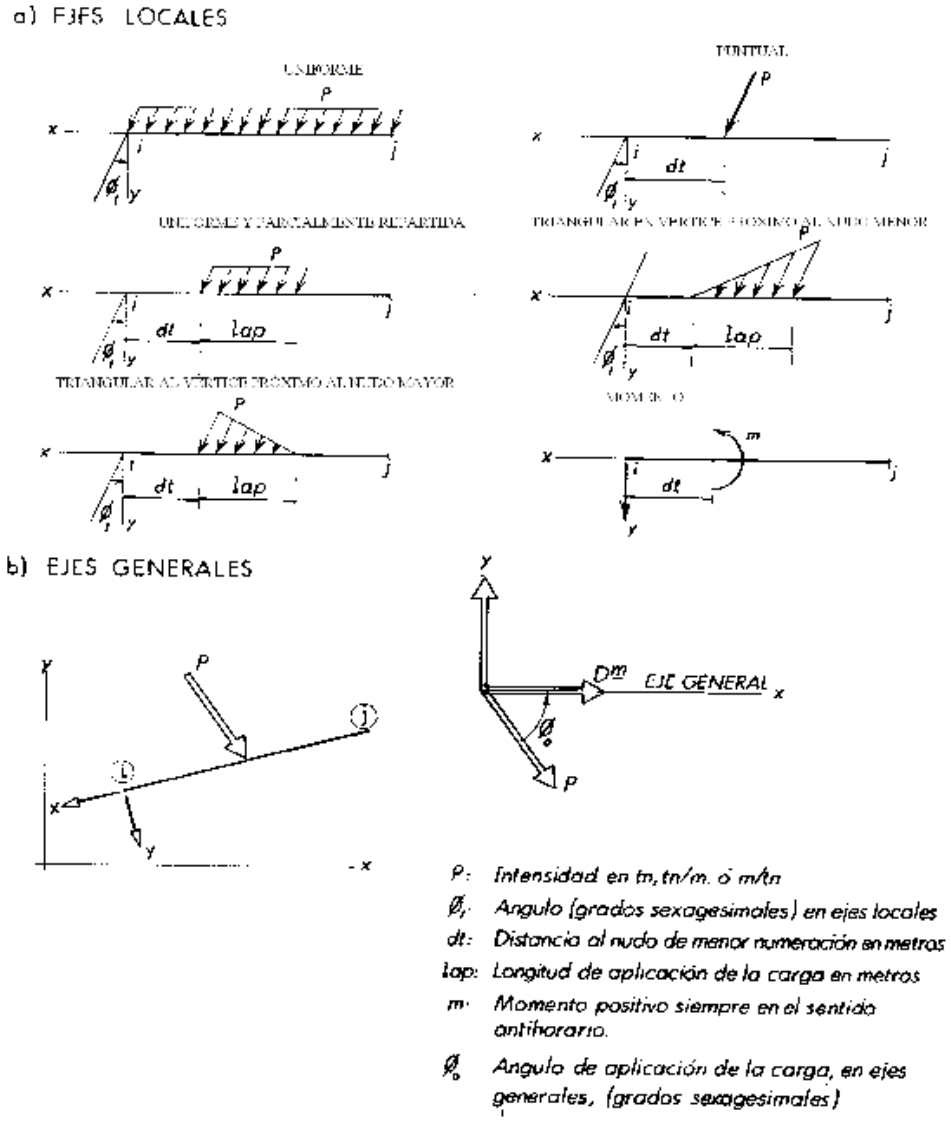

Figura 5.2.7.
Los tipos de carga que se admiten son los representados en la figura 5.2.7.a, pudiéndose considerar las cargas referidas a uno de los dos sistemas de ejes siguientes:
Ángulo Φ_1 con el eje local *y* del nudo de menor numeración de la barra, figura 5.2.7.a.
Ángulo Φ_0 con el eje general, *X*, figura 5-2-7.b.
Angulo: Ángulo de la carga, en grados sexagesimales, con el eje de referencia (General -X- o local -y-), figura 5.2.7.
L.Ap: Longitud de aplicación de la carga, en metros, figura 5.2.7.